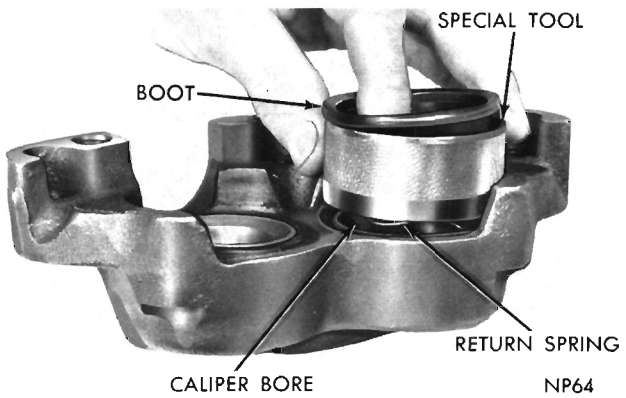

Fig. 14—Installing Piston, Seal and Boot
(5) Place installing tool over bore opening and return spring. Index with boot groove in caliper. (Fig. 14). Press down on piston, sliding piston out of tool and into caliper bore until bottomed. Remove sleeve.